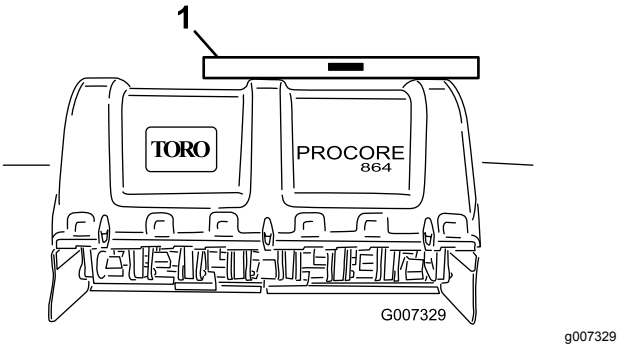

Figur 15
2. Anbring et vaterpas oven på dybdelufterens stel for at undersøge nivelleringen fra side til side (Figur 15).